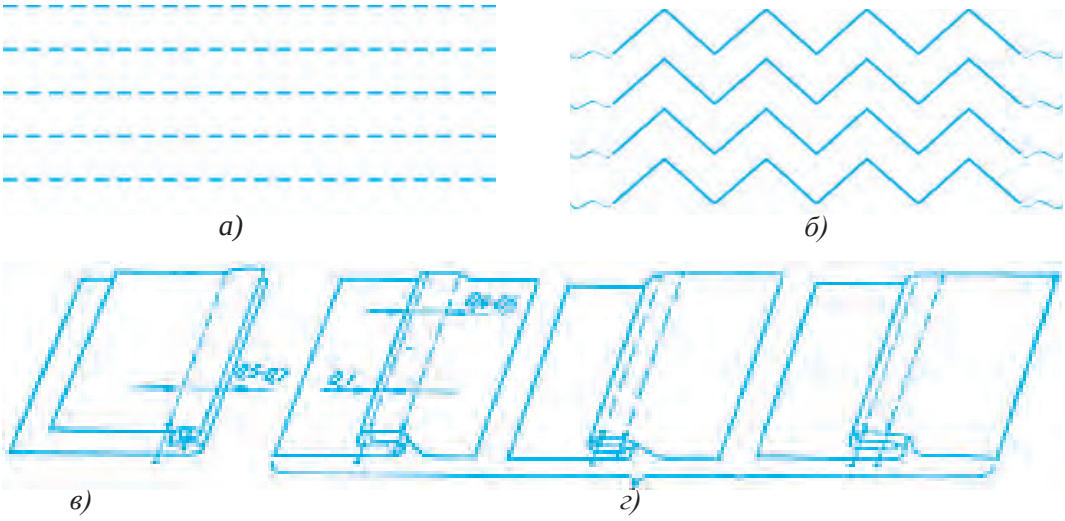

Рис.33. Образцы строчек и бельевых швов: а – параллельные строчки; б – зигзаг строчки; в – двойной шов; г – запошивочный (бельевой) шов.
8. Для шитья параллельных строчек на образце размером 20х20 *см* при помощи линейки начертить сначала одну линию и по ней прошить одну крупную строчку. Далее строчки шьются параллельно на желаемом расстоянии друг от друга (рис.33, а).
9. Зигзаг строчка шьется подобно параллельной (рис.33, б).
Двойной шов (рис.33, в) применяется при шитье одежды, простыней, легкой детской одежды из хлопчатобумажной ткани. Для его выполнения детали складываются изнаночной стороной вверх и прошиваются соединительным швом на расстоянии 0,3–0,4 *см* от края,
Запошивочный (бельевой) шов (рис.33, г) используется при шитье белья, специальной одежды, костюмов без подкладки. Ширина готового шва составляет 0,5–0,7 *см*. Для выполнения такого шва детали складываются лицом к лицу, при этом край нижней детали выводится на 0,3–0,5 *см*, заворачивается наверх и прошивается на расстоянии 0,1–0,2 *см* внутрь от края. Затем деталь выворачивается, закрывает срез и по вывернутому краю прокладывается второй шов на расстоянии 0,1–0,2 *см*.